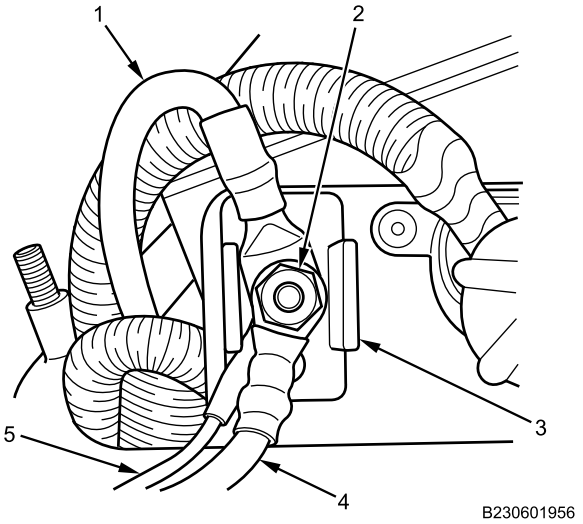

Figure 4. Electrical Harness Connections.
3. Apply dielectric grease to 24V underhood junction block electrical harness connections (Figure 4, Item 1, 4, and 5).
4. Install underhood junction block electrical harness connections (Figure 4, Item 1, 4, and 5) on 24V underhood junction block (Figure 4, Item 3).
5. Install 24V underhood junction block nut (Figure 4, Item 2) on 24V underhood junction block (Figure 4, Item 3) and torque to 155-190 lb-in. (18-22 N•m).